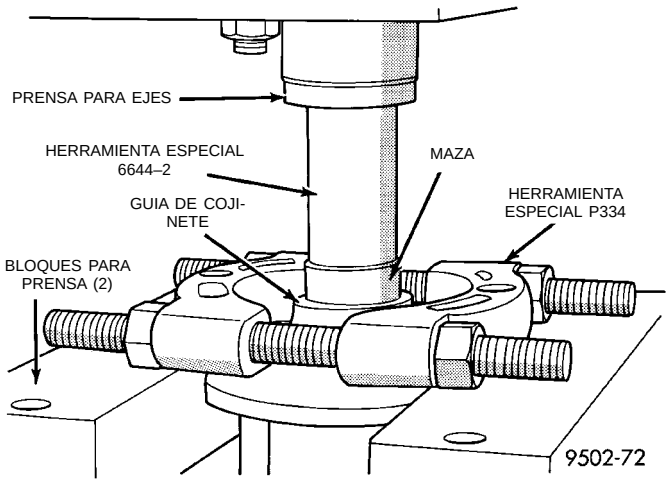

Fig. 48 Desmontaje de la guía de cojinete de la maza
(8) Instale el Hendedor de cojinetes, Herramienta especial P334 en la maza de manera tal que quede entre la brida de la maza y la guía de cojinete que queda en la maza (Fig. 48). Coloque la maza, la guía de cojinete y el hendedor de cojinetes en una prensa para ejes como se muestra en la (Fig. 48). Coloque el Punzón, Herramienta especial 6644-2 en el extremo de la maza (Fig. 48). Extraiga la maza de la guía de cojinete.